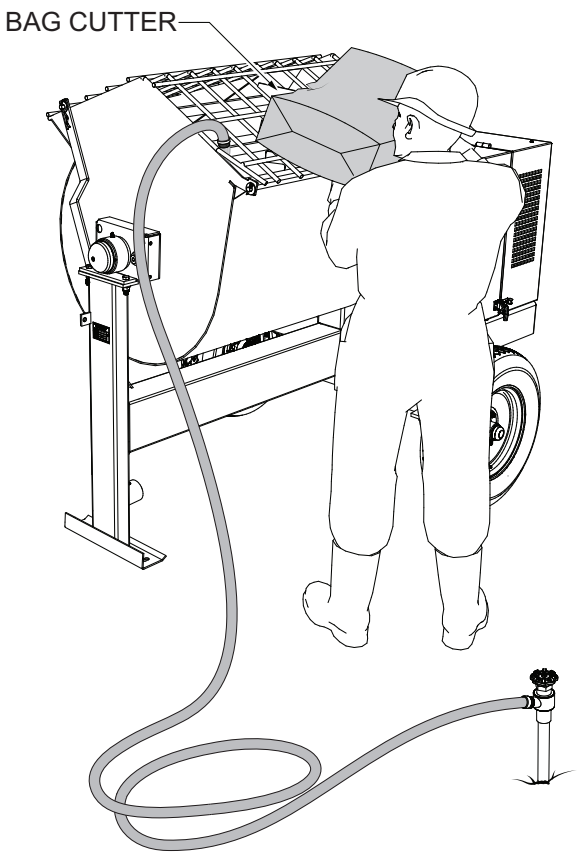

Figure 19. Filling Mixing Drum
3. Add a small amount water to the mixing drum (Figure 19).
4. Lift the mixing bag compound (Figure 19) onto the steel safety grate over the ***bag cutter*** and let the contents fall into the drum. Add more water if desired and mix compound to desired consistency.